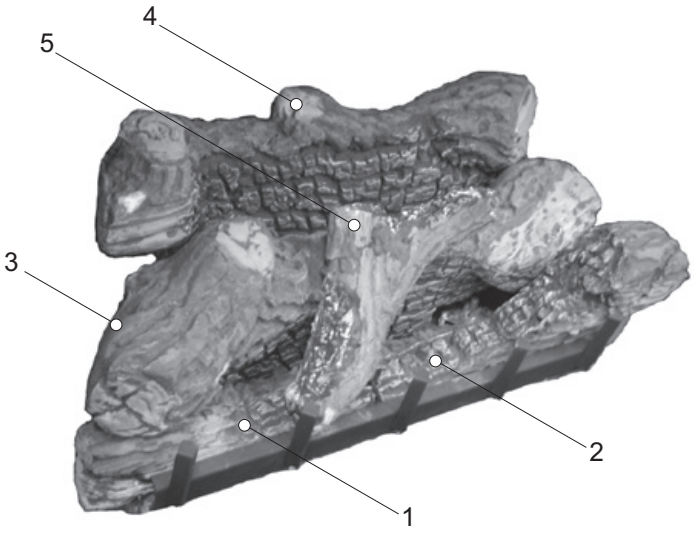
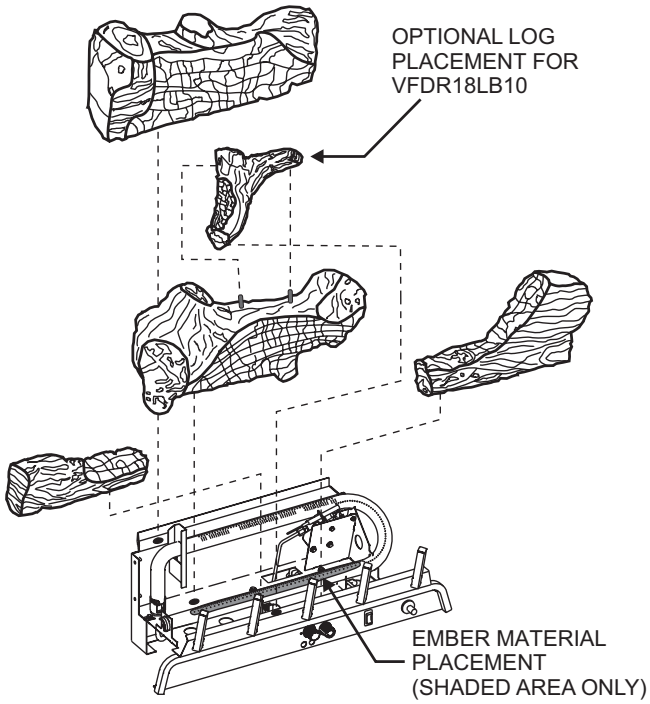
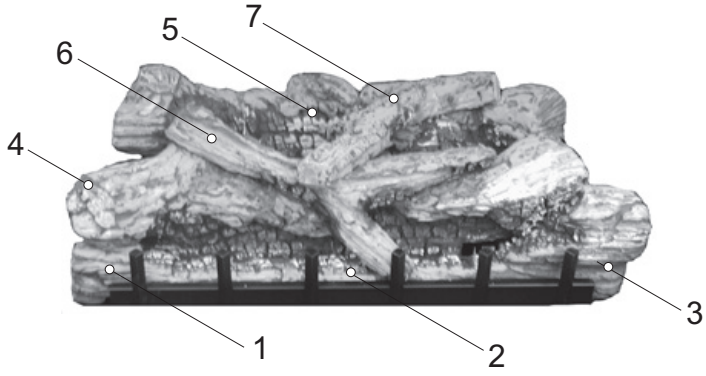
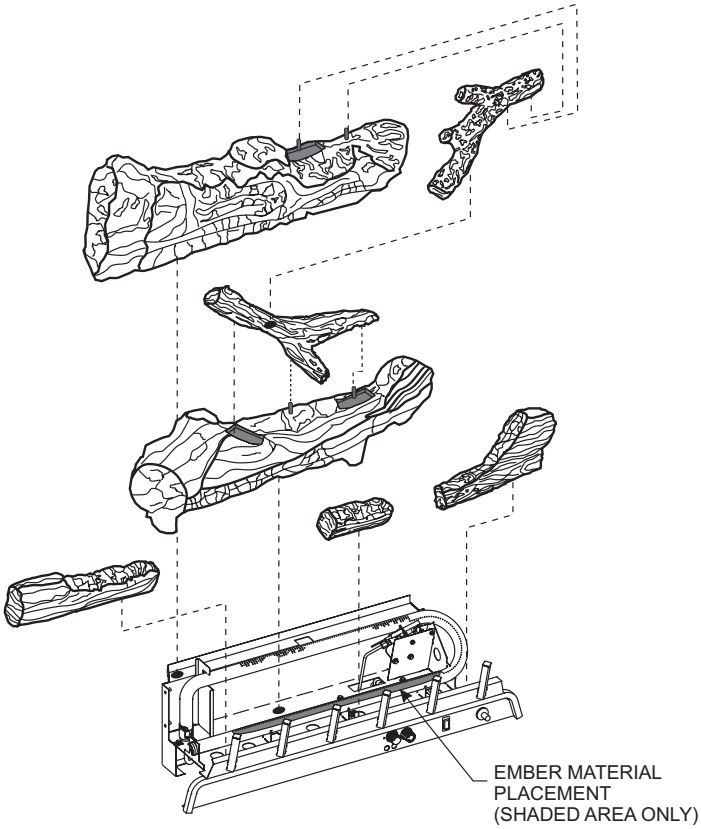

Figure 11
Figure 12
Figure 13
Figure 14
The positioning of the logs is critical to the safe and clean operation of this burner assembly. Sooting and other problems may result if the logs are not properly and firmly positioned on the burner assembly. Refer to **Figure 11** and **Figure 12** and corresponding **'WARNING:'** when completing following log placement instructions.
5. After all logs are positioned properly, apply Rockwool ember material to the front burner port area. To apply, carefully separate the ember material into small amounts no larger than "dime size" pieces. Fluffed up pieces one layer thick on top of the burner generally works best, and will provide the best ember glow. Do not place ember material more than one layer thick. No more than (2) two small packets of ember material (part no. 15998) evenly placed on the burner, is recommended on VFDR18 and VFDR24 models. Using additional ember material will decrease the amount of ember glow effect. Extra ember material should be saved for future ember applications as necessary. **See Figure 12.**
Attention: Do not use Figure 12 or Figure 13 to order logs. Refer to Parts Lists and Parts Views to order logs and/or ember material for your appropriate model.
The positioning of logs is critical to safe and clean operation of this burner assembly. Sooting and other problems may result if the logs are not properly and firmly positioned on the burner assembly. Refer to **Figure 13** and **Figure 14** and corresponding **WARNING:** when completing following log placement steps.
6. After all logs are properly positioned, place small "dime" size pieces of Rockwool lightly across the front burner tube ports. Place the ember material (Rockwool pieces) side by side. Do not stack more than one layer of embers across the burner ports. No more than (1) one packet of ember material (part number 15999) evenly placed on the burner, is recommended on VFDR30 models. **See Figure 14.**
Attention: Do not use Figure 13 or Figure 14 to order logs. Refer to Parts Lists and Parts Views to order logs and/or ember material.